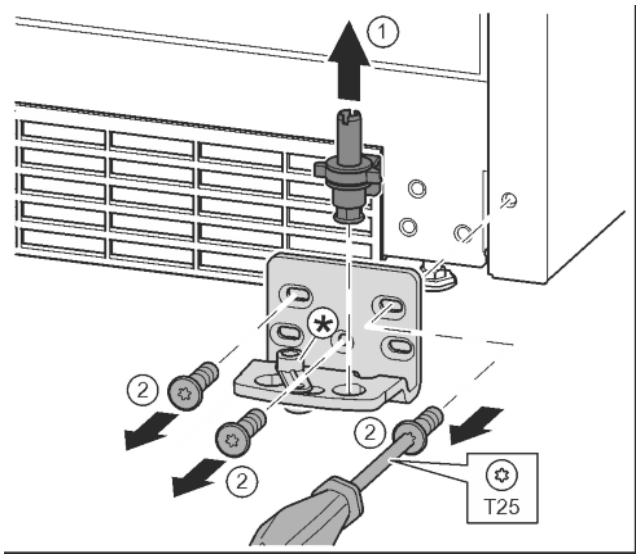

Fig. 16
▶ Опорный палец полностью извлечь движением вверх. *Fig. 16 (1)*
▶ Открутить винты отверткой T25 и снять опорный кронштейн. *Fig. 16 (2)*